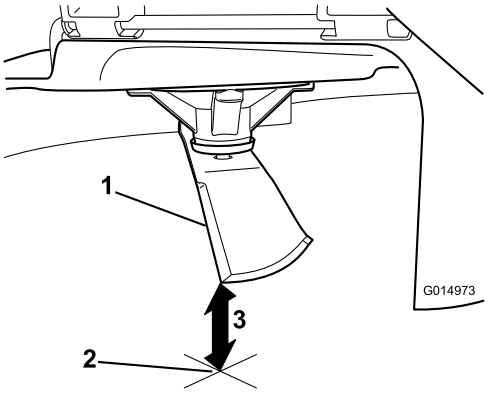

Figur 53
5. Mät från knivspetsen till den plana ytan (Figur 53).